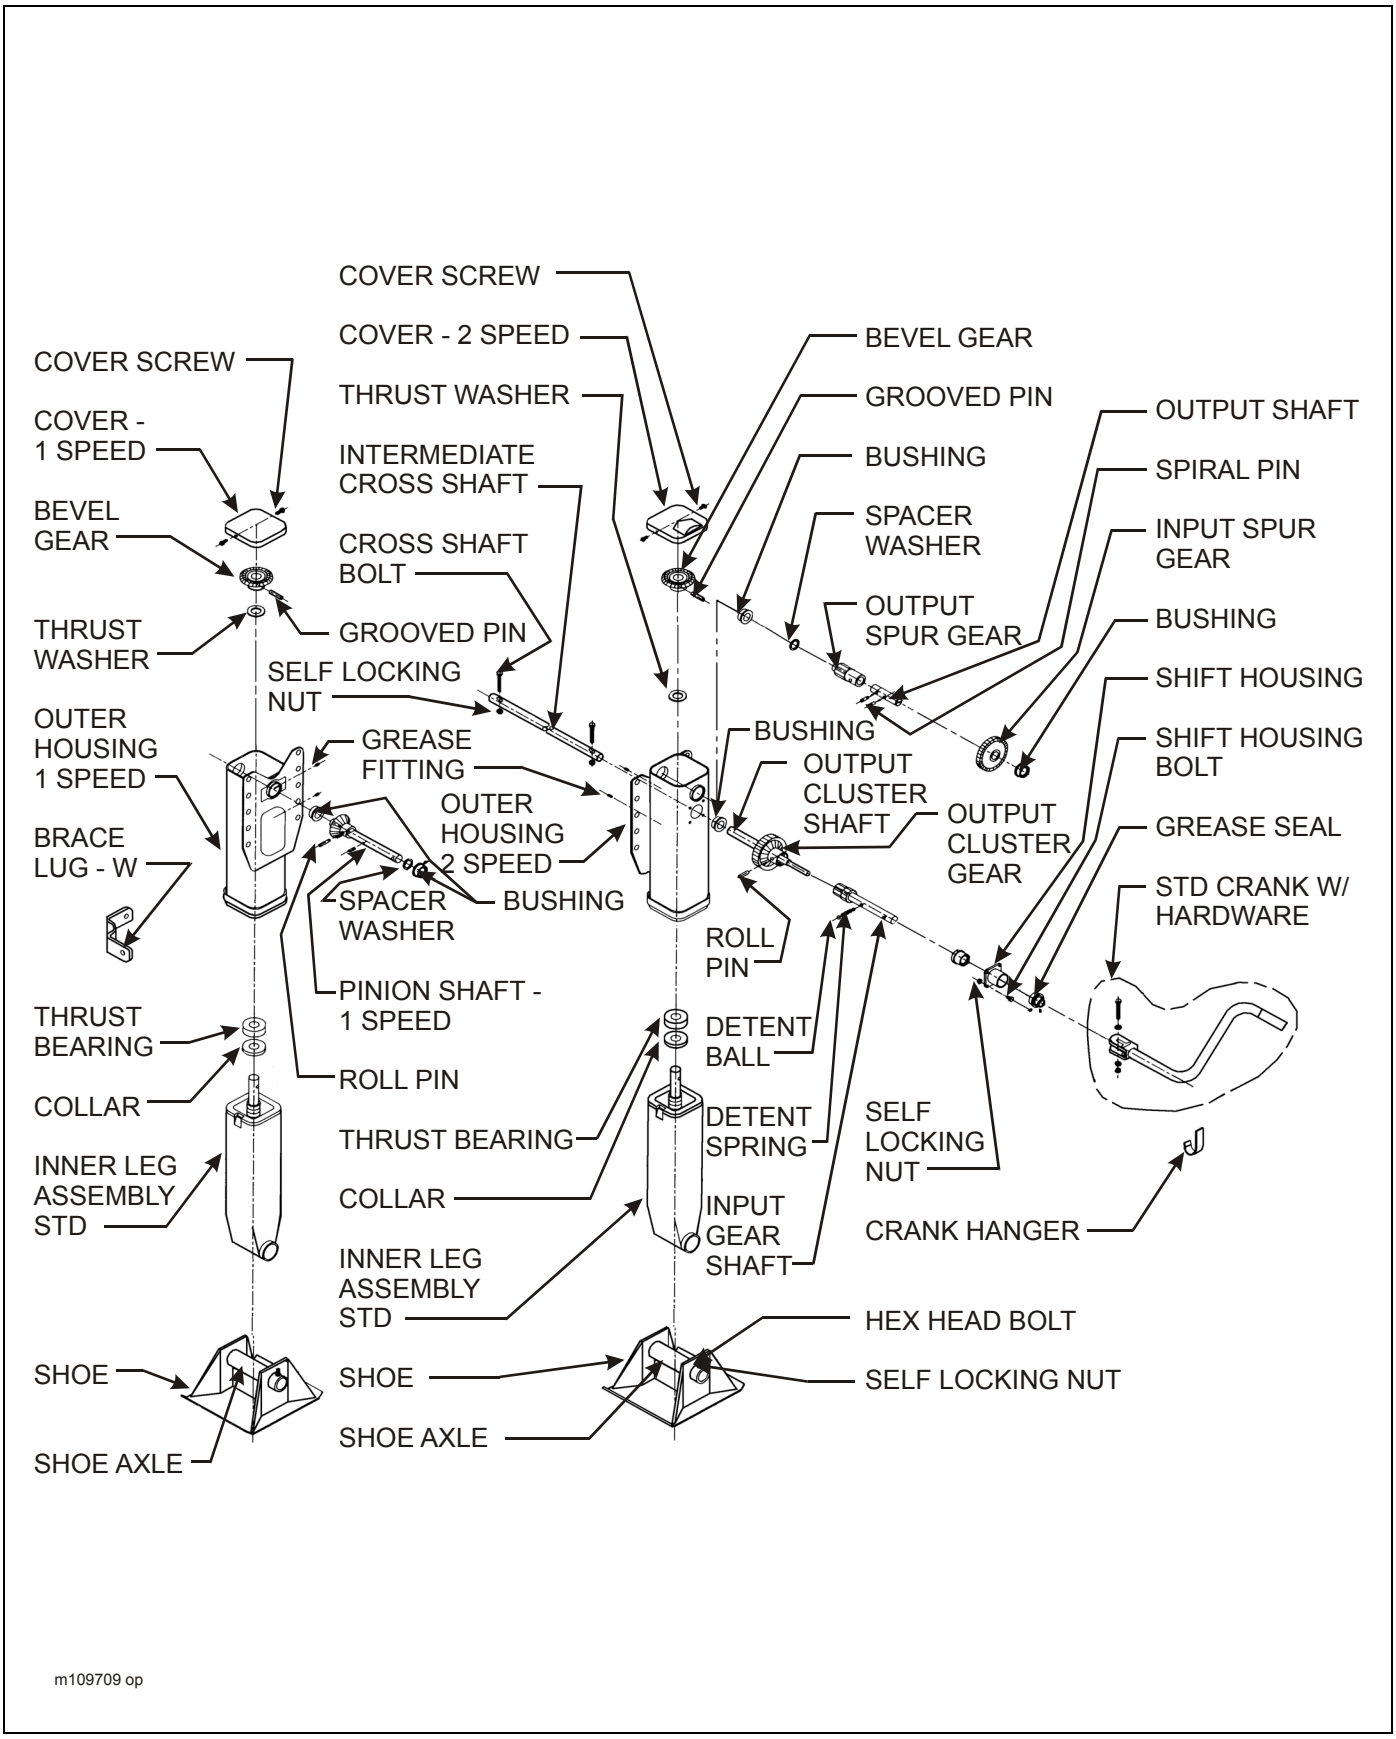

Figure 4-23: Crank Landing Gear Assembly
2. The elevating screw is lubricated by the lower grease fitting located on the upper housing **(See Figure 4-23.)** Prior to lubrication, extend the landing gear as far as possible. During lubrication, slowly retract the landing gear. The upper grease fitting lubricates the gearing, shafts, and bushings. It is recommended to use a high quality commercial grade lithium EP-2 grease.